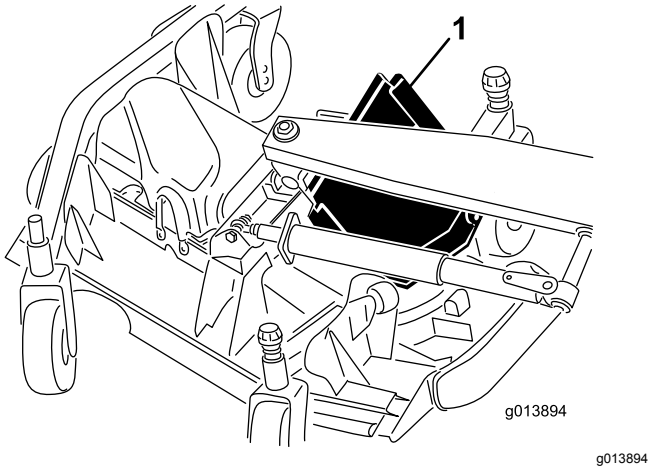

Figur 85
6. Lyft upp framkanten och ta bort den genom att föra den mellan lyftarmen och valsen (Figur 85).